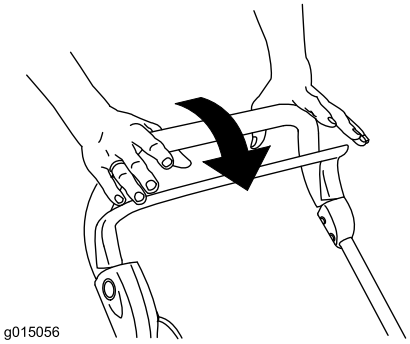

**Figur 12**
1. Släpp upp styrstången (Figur 12).